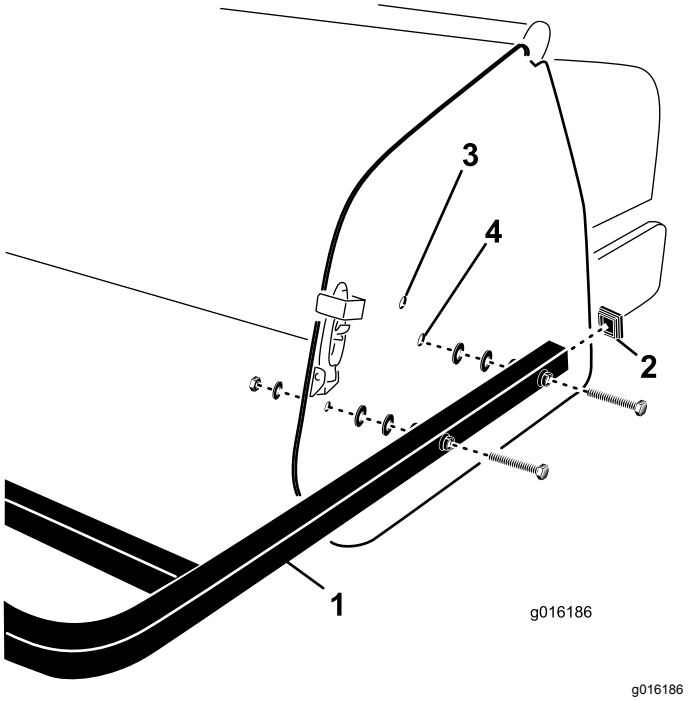

Figur 31
1. Sett endedekslene inn i endene på rørene på bakre vern (Figur 31).
2. Plasser hullene i monteringsrørene på bakre vern på linje med hullene i luftemaskinens sideplater (Figur 31).
3. Fest monteringsrørene på vernet til sideplatene med fire skruer, flate skiver og muttere (Figur 31).